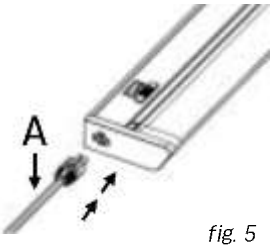

fig. 5
4. Branchez le cordon d'alimentation (A) dans le port d'entrée de la lampe (fig. 5).